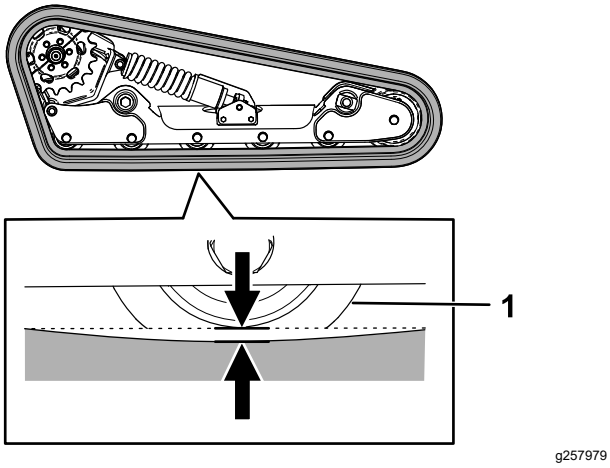

**Rysunek 56**
Podnieś/podeprzyj jedną stronę maszyny i wykorzystując ciężar gąsienicy sprawdź, czy luz między dolną krawędzią koła jezdnego wynosi 13 mm, jak pokazano na Rysunek 56. Jeżeli tak nie jest, należy skorygować napięcie gąsienicy w następujący sposób.
5. Używając klucza grzechotkowego z zabierakiem ½ cala obracaj śrubę aż ugięcie gąsienicy wyniesie 13 mm, jak pokazano na Rysunek 56.
9. Sprawdź, czy ugięcie gąsienicy wynosi 13 mm, jak pokazano na Rysunek 56. W razie potrzeby wyreguluj.
20. Używając klucza grzechotkowego z zabierakiem ½ cala obracaj śrubę w lewo aż ugięcie gąsienicy wyniesie 12,7 mm, jak pokazano na Rysunek 56.
25. Sprawdź, czy ugięcie gąsienicy wynosi 12,7 mm, jak pokazano na Rysunek 56.